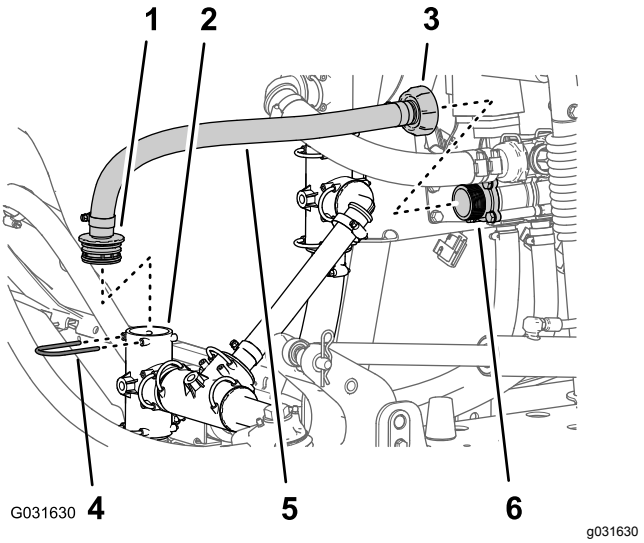

Figur 35
4. Fjern holderen, der holder den lige fitting med modhage på omløbsslangen fast på T-fittingen på sprøjtepumpen (Figur 35).
5. Løsn adaptermøtrikken på den indvendige ende af omløbsslangen fra adapterfittingen på omløbsventilen (Figur 35).
6. Fjern slangen fra maskinen (Figur 35).